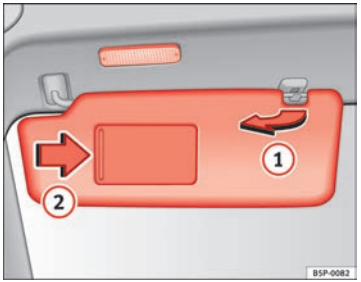

Fig. 81 Sun visor on the driver side
The sun visors for the driver and the front passenger can be pulled out of their mountings in the centre of the vehicle and turned towards the doors ⇒ Fig. 81 (1)